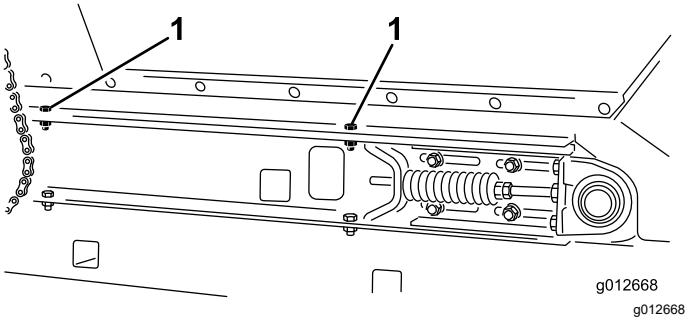

**Figur 37**
4. På hver side av maskinen fester du beholderen til gliderammeskinnene (Figur 37) med de to hodeskruene, to skivene og to låsemutterne du fjernet i Demontere skyveplanet (side 23).